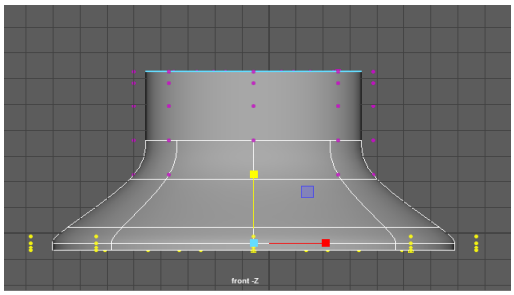

Figure 4-12 *Scaling the selected vertices along the Y axis*
4. Make sure the vertices of *hat* are selected. Select the green handle of **Scale Tool** and scale the selected vertices downward along the Y-axis; the mesh gets modified, as shown in Figure 4-12